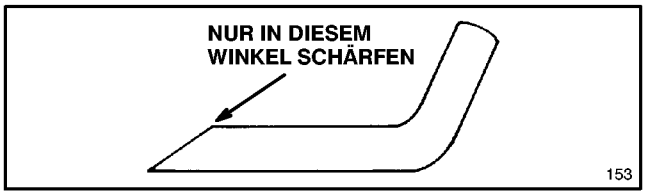

**Abbildung 25**
**6.** SCHÄRFEN DES MESSERS—Oberkante des Messers mit einer Feile schärfen und dabei ursprünglichen Schnittwinkel beibehalten (Abb. 25). Das Messer bleibt ausgewuchtet, wenn von beiden Schnittkanten gleichviel Material abgetragen wird.